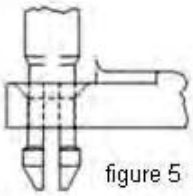

figure 5
4.12	Check that the installed 'safety latch lock' pin is positioned at bottom as drawn in fig 5